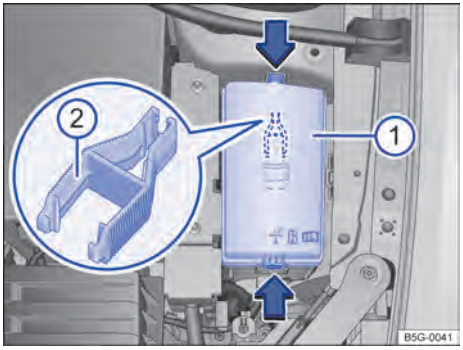

Fig. 193 No compartimento do motor: cobertura ① da caixa de fusíveis com pinça de plástico ②.
– Pressionar as travas no sentido da seta → Fig. 193 ①, para destravar a cobertura da caixa de fusíveis.
No lado interno da cobertura da caixa de fusíveis no compartimento do motor pode haver uma pinça de plástico → Fig. 193 ② para a retirada dos fusíveis.